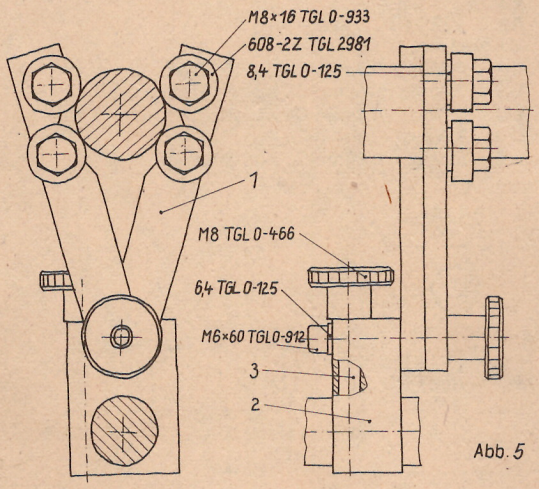

Abb. 5
Lünetten sind zum Stützen von besonders langen und großen Werkstücken gedacht, damit ein schwingungsfreier Lauf gewährleistet ist. Das Werkstück dreht sich zwischen vier Rillenkugellagern, die mit vier Sechskantschrauben M8 × 16 an den Teilen 1 befestigt sind (Abb. 5). Die Teile 1 befestigt man mit einer Rändelmutter M8 und einer Schraube M6 × 60 am Klotz (2).